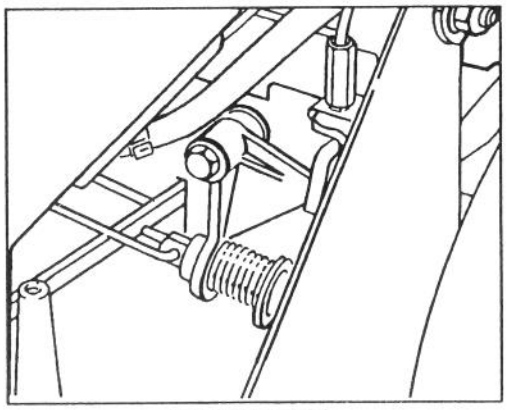

Afbeelding 29
4. Al het vuil achter het afdekpaneel verwijderen (Afb. 29).